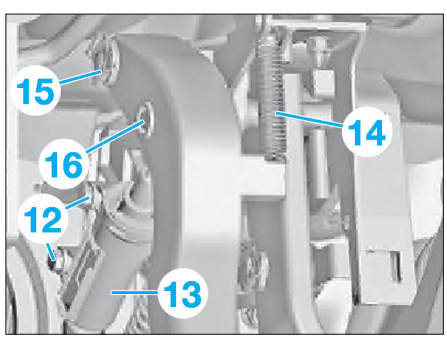

Fig. 16
• Déposer les vis (12) du cylindre émetteur (13) **(Fig.16)**.
• Décrocher le ressort de rappel (14).
• Retirer l'agrafe de sécurité (15) et extraire la pédale d'embrayage avec le cylindre émetteur du palier.
• Comprimer les extrémités de l'axe (16) et l'extraire.